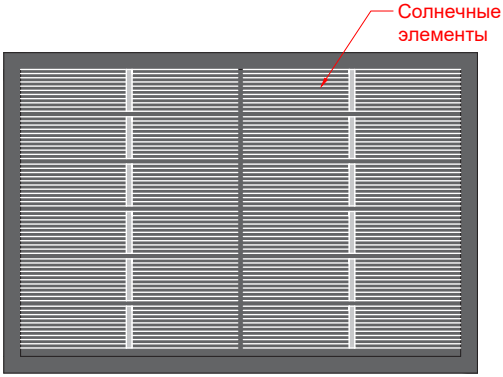

Рисунок 5.1 - Передняя панель
- солнечных элементов (рисунок 5.1);
2. Поместите устройство под солнечными лучами передней панелью к солнцу (см. рисунок 5.1);